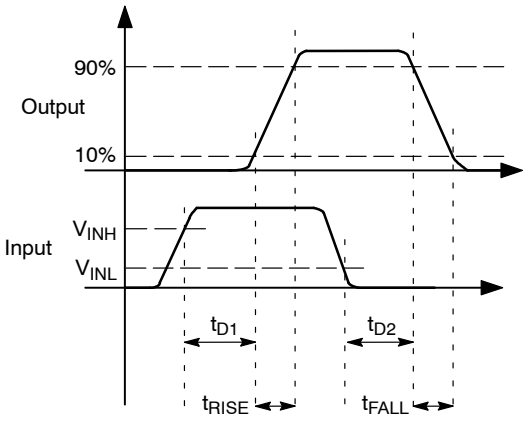
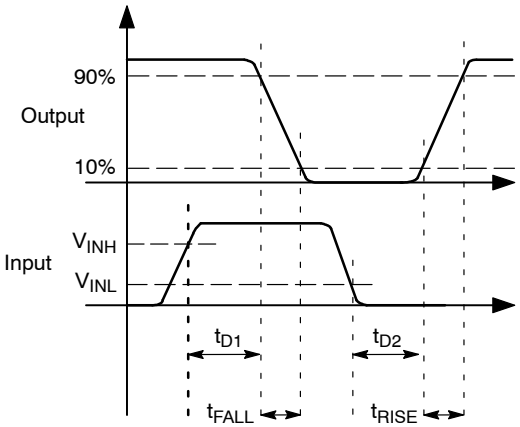

Figure 3. Non−Inverting
Figure 4. Inverting
11. See Timing Diagrams of Figure 3 and Figure 4.